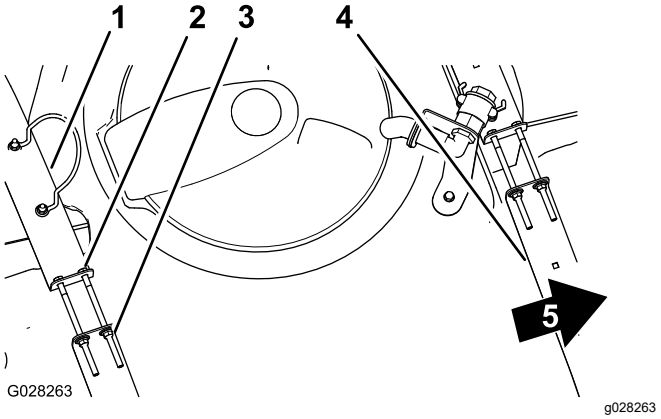

Bild 31
2. Prüfen Sie, ob Sie zwischen den Behälterriemen und dem Behälter eine Bewegung feststellen können (Bild 31).
3. Wenn die Behälterriemen lose am Behälter angebracht sind, ziehen Sie die Sicherungsbundmutter und Schrauben oben an den Riemen an, bis sie mit der Behälterfläche bündig sind (Bild 31).